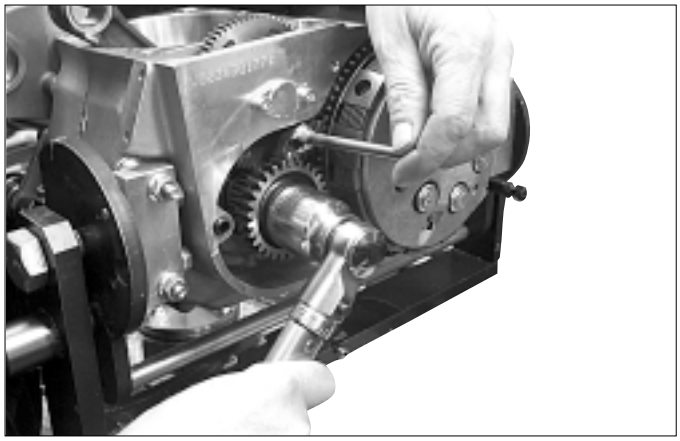

Fig. 65
9. Inserire l'attrezzo dentato per evitare la rotazione del motore. Montare e serrare il dado, dopo avere posto della loctite 243 sul filetto (Fig.65).
9. Insert the toothed tool to avoid the engine rotation. Apply Loctite 243 on thread and fit and tighten the nut (Fig. 65).
9. Die gezahnte Vorrichtung einsetzen, um die Motordrehung zu vermeiden. Loctite 243 auf das Gewinde der Mutter auftragen, dann diese einbauen und anziehen (Abb. 65).
9. Engager l'outil cranté pour empêcher la rotation du moteur. Monter et serrer l'écrou, après avoir appliqué du Loctite 243 sur le filet (Fig.65).